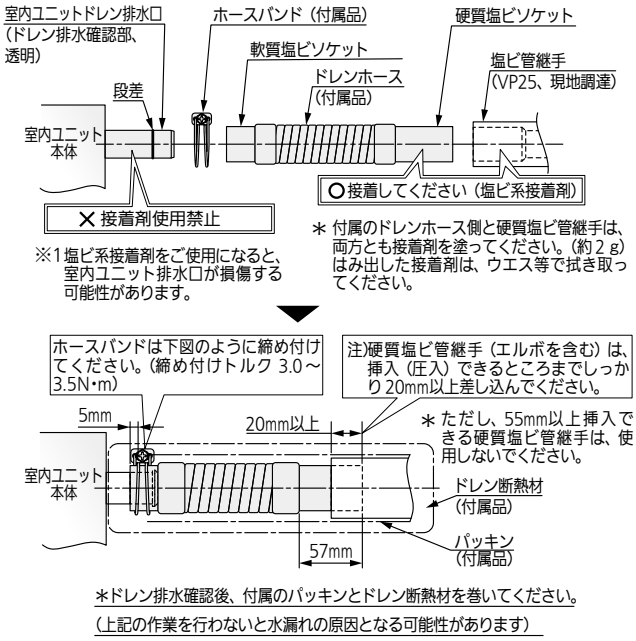

図13
- 図13のようにドレン排水口の段差までドレンホースを挿入し、ホースバンドを段差から5㎜はなしたところに、しっかりと締め付けてください。（締め付けけトルクは 3.0 ～ 3.5 N・m）
このとき、パッキンの合わせ目が上を向くようにしてください。その上に付属のドレン断熱材を巻いてください。（13ページ、図13）